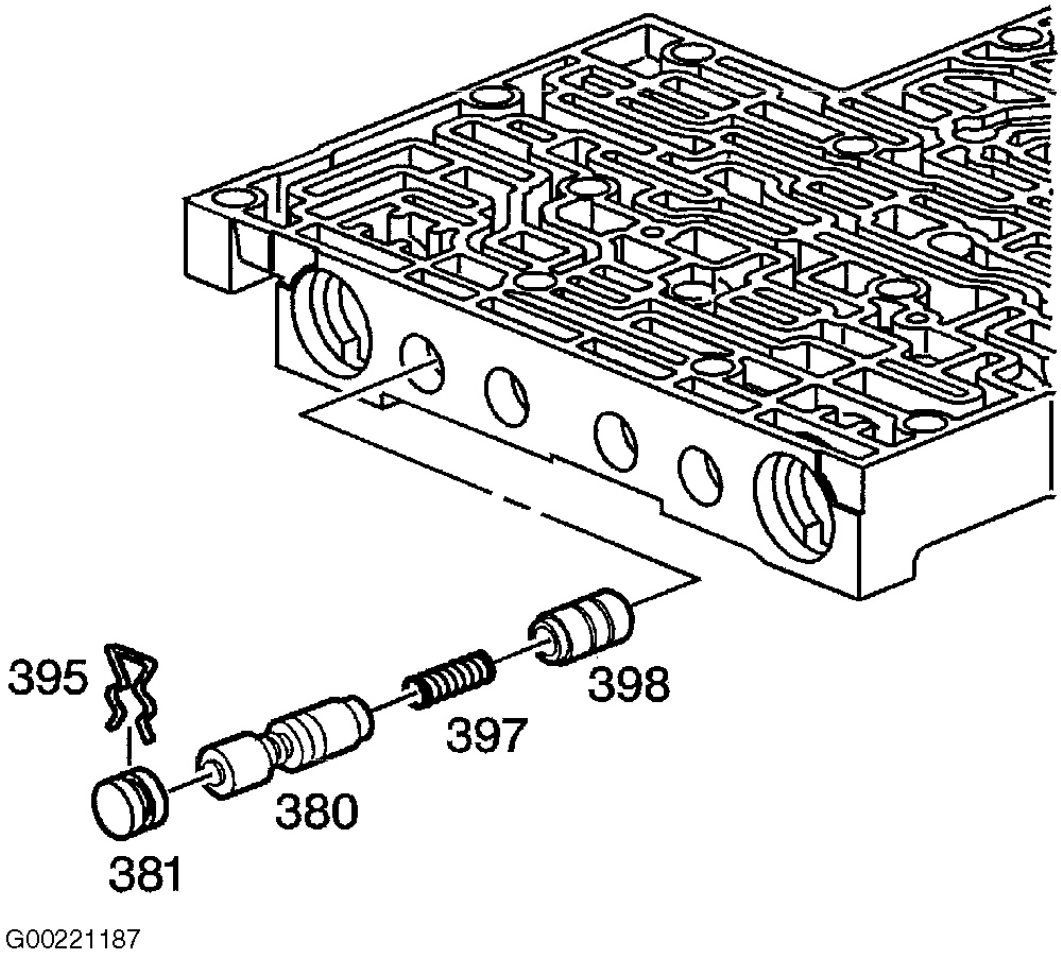

Fig. 71: Removing/Installing Regulator Apply Valve Assembly
10. Remove the bore plug retainer (395) and the bore plug (381). Remove the regulator apply valve (380) and the regulator apply spring (397) and the isolator valve (398). See **Fig. 71** .